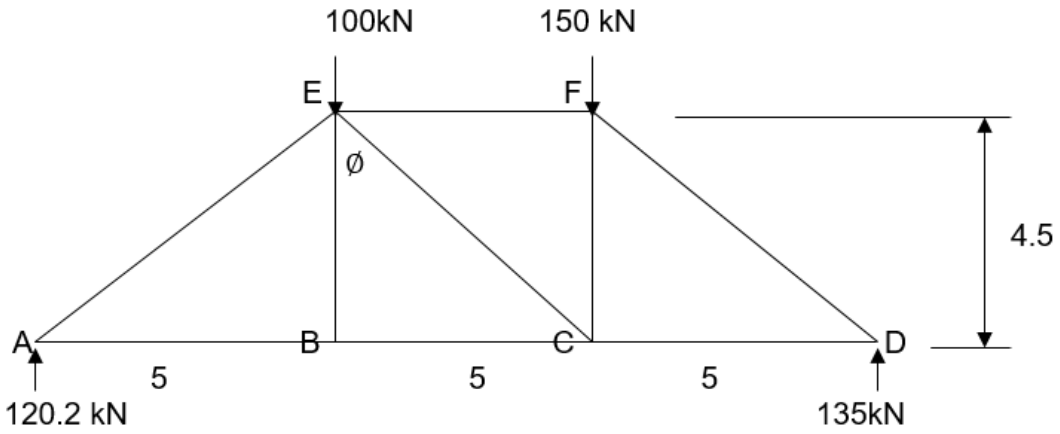

FIGUUR 6
3.3 Gegewe dat die maksimum buigmoment 405 kN en die maksimum skuifkrag ('shear force') 90 kN is, bestudeer die dakkapbesonderhede in FIGUUR 6 en bereken: